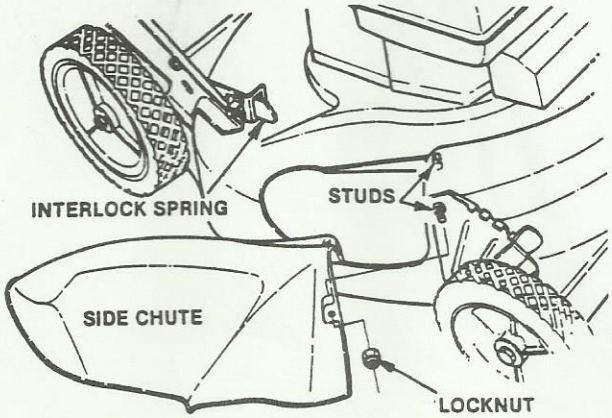

FIGURE 1
STEP 1: Remove the side discharge chute or mulching cover by removing the retaining hardware. See Figure 1. Save the chute or cover for later use. Save hardware for securing the adapter. NOTE: If wing nuts were used, replace these with Snapper part number 9-0951 flanged lock nuts for improved retention.